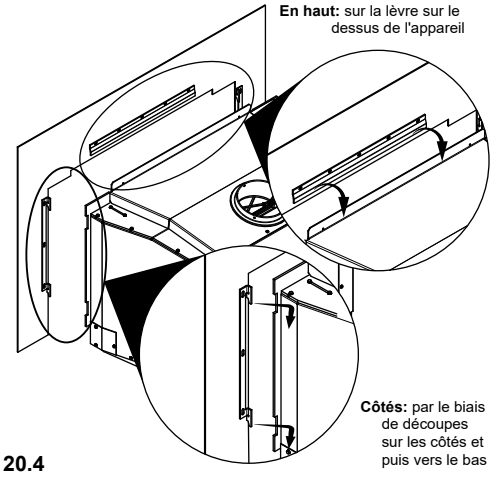

Figure 20.4
4. Soulevez l'encadrement en avant de l'appareil **(Figure 20.4)**.